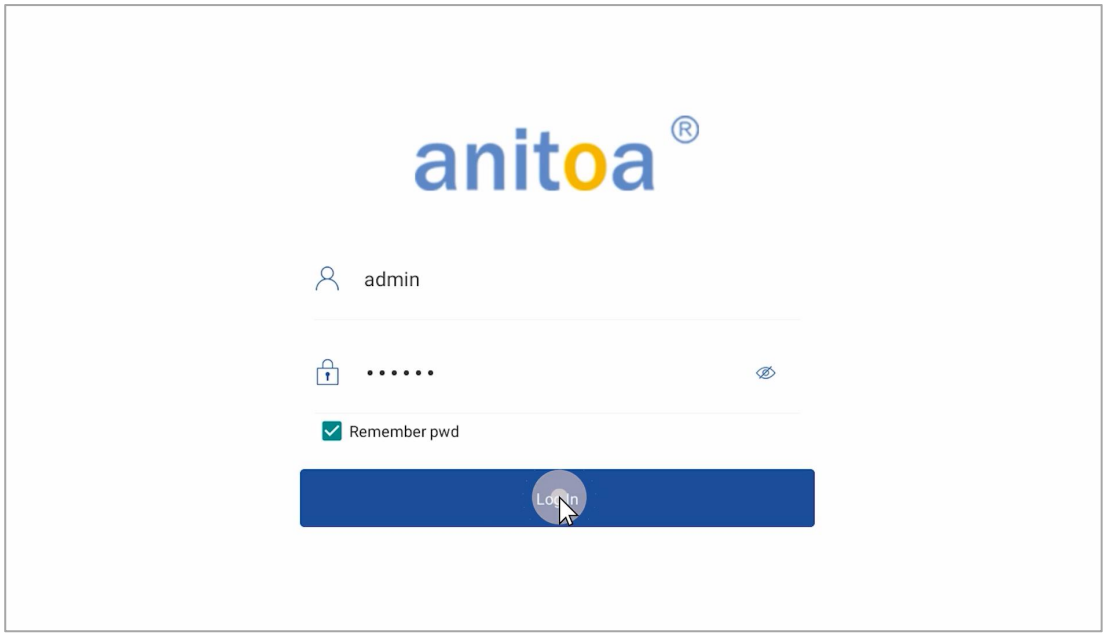

Figure 4.1-1 Login Interface
1) Launch the screen software "anitoa" to enter the login screen, as shown in Figure 4.1-1, and click the "Login" button.